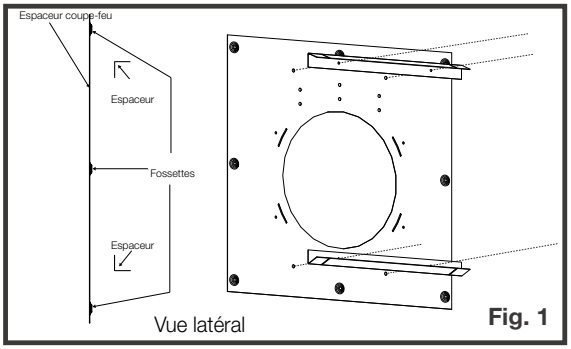

Fig. 1
1. Installez les espaceurs sur un côté de l'espaceur coupe-feu **(Fig. 1)**.